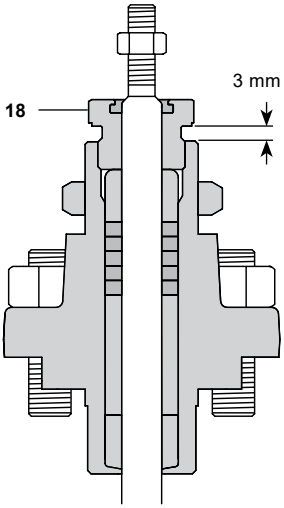

Fig. 18
4.6.4 Examine the seat and plug/stem assembly for damage or deterioration and renew as necessary. For C Seat option reverse the seat. For extended option DN15-100 plug/stem assembly should be screw and set according to dimension Fig. 18.